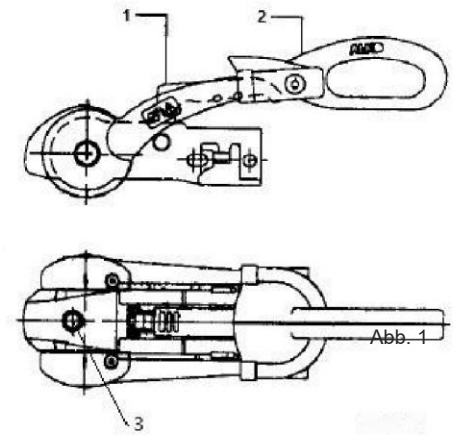
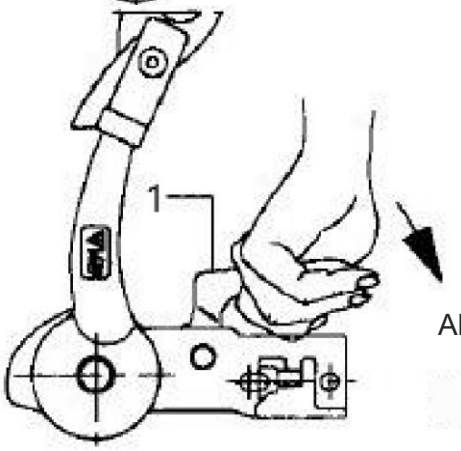

Abb. 1
Abb. 4
Drücken Sie die Halterung zusätzlich mit der Hand fest (1). Das Schließen und Sichern erfolgt automatisch. (Abb. 4) Der Kugelkopf der Anhängerkupplung ist dann richtig in die Kugelkupplung eingeführt, wenn der grüne Rand der Kupplungsanzeige (Pos. 3 in Abb. 1) sichtbar ist